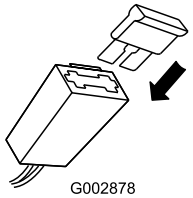

Figuur 9
2. Plaats de zekering (uit de zak met losse onderdelen) in de zekeringhouder (Figuur 9).